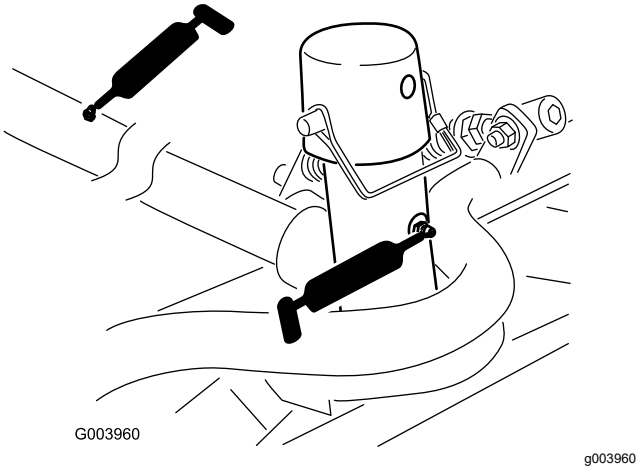

**Figuur 75**
- Draagframe en draaipunt van maaidek (2 elk) (Figuur 75)